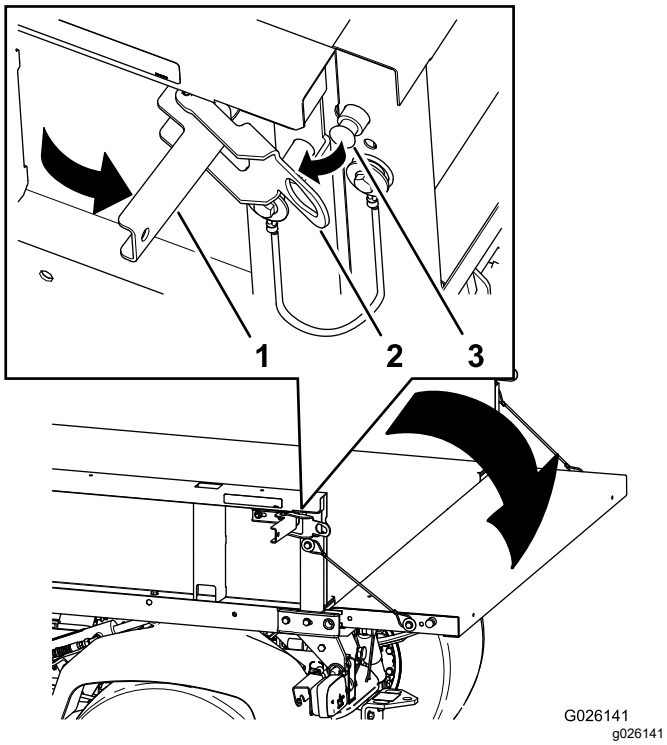

Figur 16
2. Åbn låsene på ladets højre og venstre side, og sænk bagklappen (Figur 16).